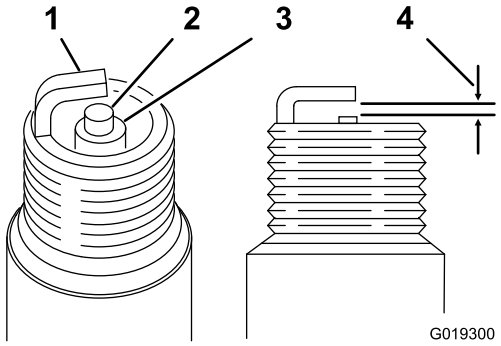

Figur 56
3. Kontroller tilstanden af sideelektroden, midterelektroden og midterelektrodens isolator for at sikre, at disse ikke er beskadiget (Figur 56).
4. Sæt gnistgabet (Figur 56) mellem midter- og sideelektroderne til 0,81 mm.